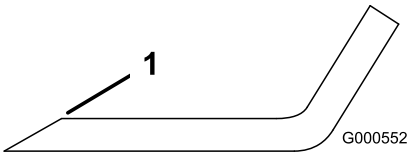

Rysunek 65
1. Użyj pilnika w celu naostrzenia krawędzi tnącej na obu końcach każdego ostrza (Rysunek 65).
Informacja: Jeżeli ostrze nie jest wyważone, spiłuj nieco metalu z obszaru łopatki (Rysunek 65).